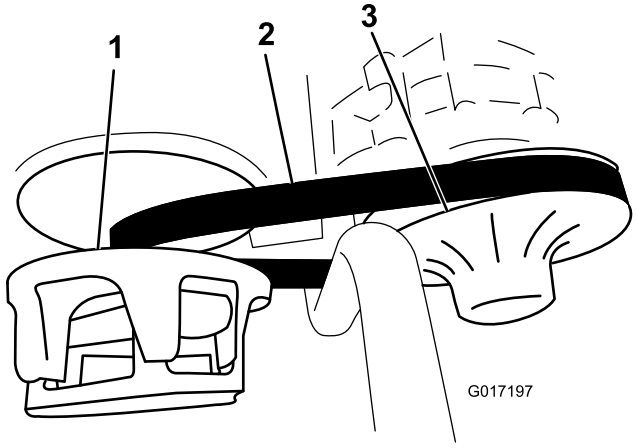

Rysunek 65
3. Obróć i sprawdź pasek (Rysunek 65) pod kątem nadmiernego zużycia lub uszkodzeń.
3. Obróć i poprowadź pasek nad sprzęgłem wtórnym (Rysunek 65).
4. Zdejmij pasek ze sprzęgła pierwotnego (Rysunek 65).
5. Nałóż nowy pasek na sprzęgło pierwotne (Rysunek 65).
6. Obróć i poprowadź pasek nad sprzęgłem wtórnym (Rysunek 65).